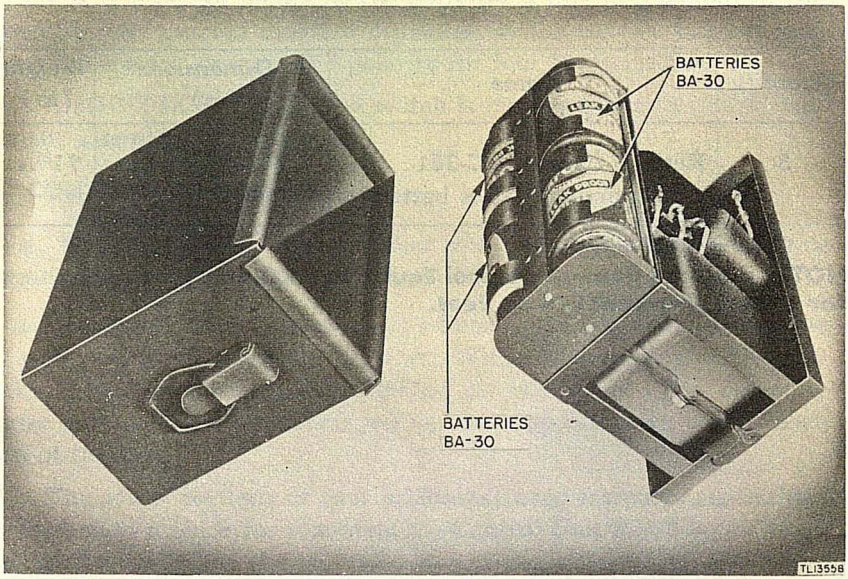

Figure 2. Remote Control Unit RM-52, installation of batteries.
a. Remote Control Unit RM-52. Unfasten hasp fasteners and remove the cover assembly from the box. Install four Batteries BA-30 in the positions indicated on the lamicoid diagram attached to the battery bracket (fig. 2).